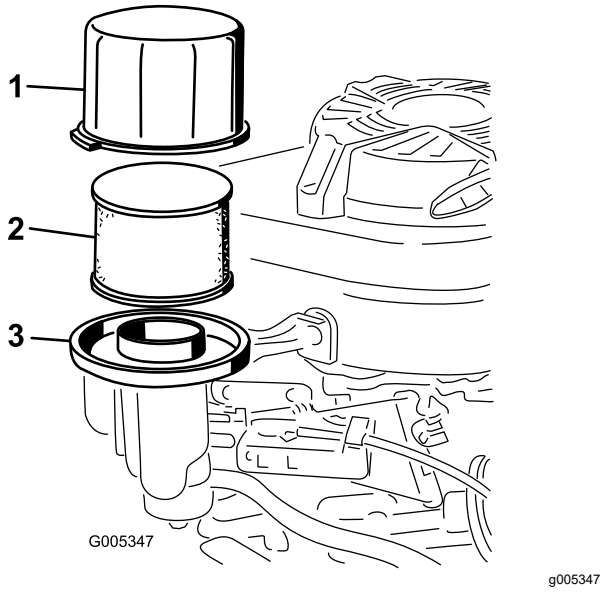

Figuur 23
2. Verwijder het luchtfilterdeksel en maak dit grondig schoon (Figuur 23).
3. Verwijder het schuimfilter en het papieren luchtfilter van de basis van het luchtfilter (Figuur 23).